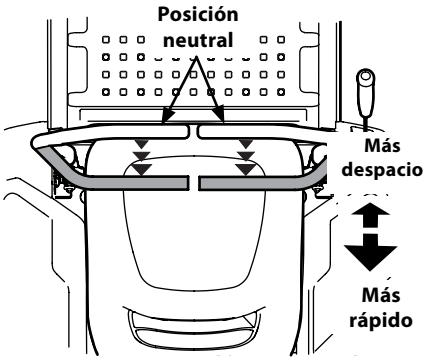

Figura 3-7
1. Mueva las dos palancas de control lenta y suavemente hacia atrás. El tractor comenzará a moverse hacia atrás. Consulte la Figura 3-7.